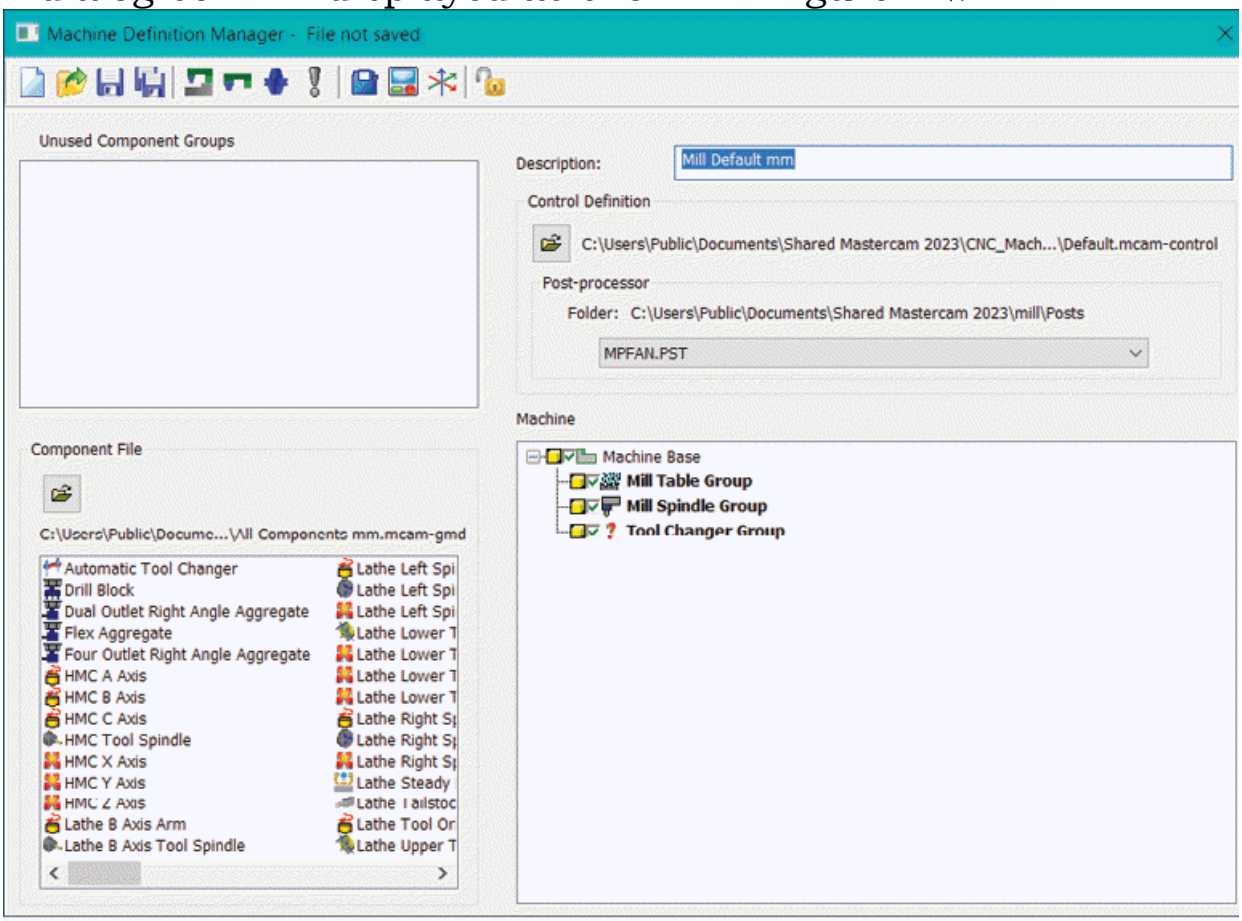

Figure-12. Machine Definition Manager dialog box with new definition
- On selecting the button, the **Machine Definition Manager** dialog box will displayed as shown in Figure-12.